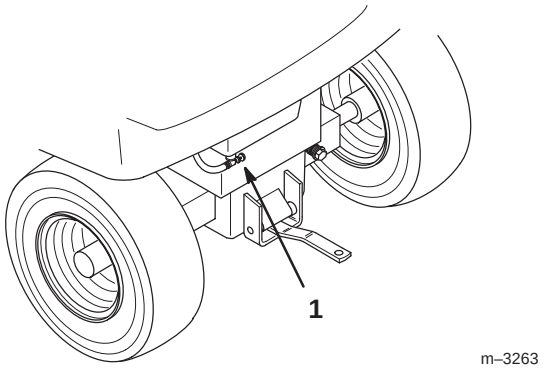

Bild 38
2. Schliessen Sie den Kraftstoffhahn am Kraftstofftank (Bild 38 u.39).
2. Schliessen Sie den Kraftstoffhahn am Kraftstofftank (Bild 38 u. 39).
7. Öffnen Sie den Kraftstoffhahn am Kraftstofftank (Bild 38 u. 39).